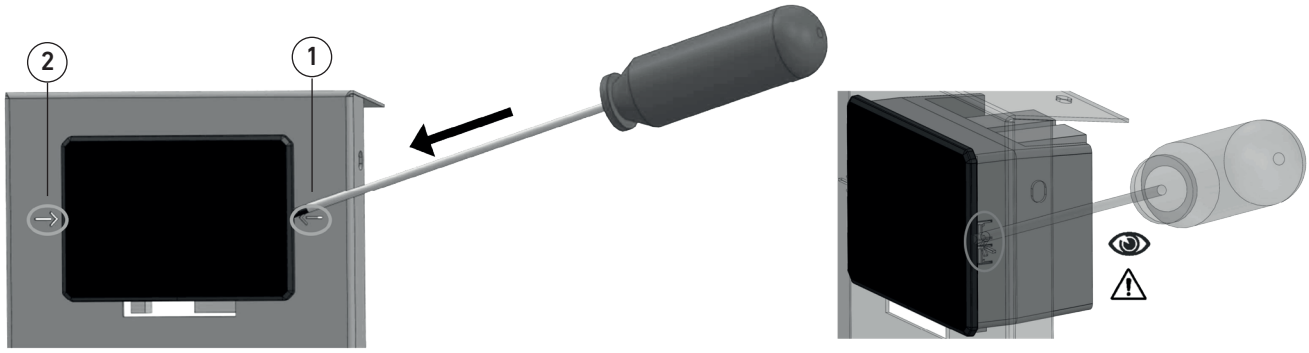

fig. 22
- Insert the tip of a flat head screwdriver between the support plate and the control unit frame at the points indicated by the arrows on the sides of the control unit (fig. 22 part. 1-2);